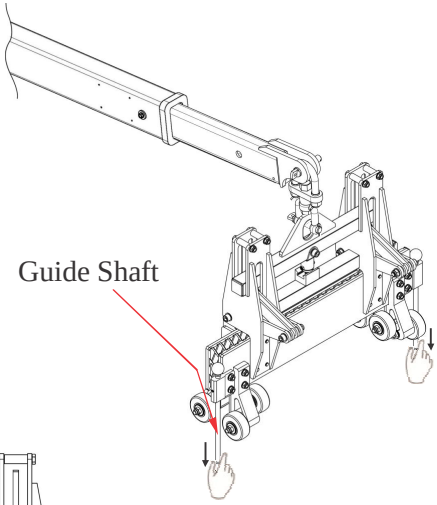

Figure 1b
- Pull down the two guide shafts (Figure 1b) and move the forklift truck toward the lifting material.